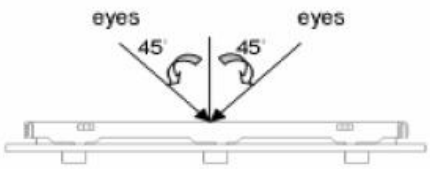

Fig.1
(3). The test direction is base on about around 45˚of vertical line. (Fig. 1)